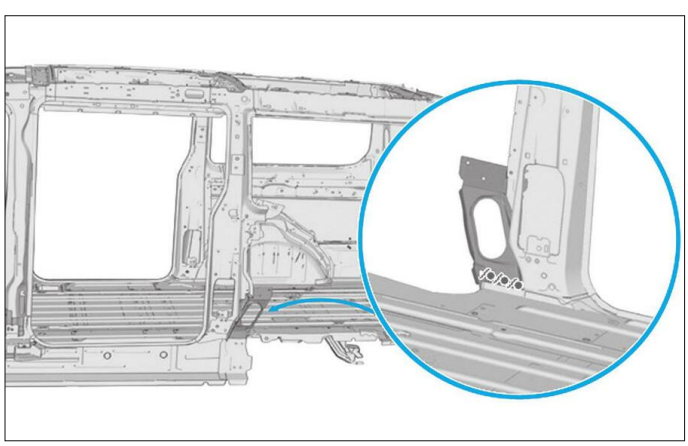

FIG. 108
• Appliquer une couche d'impression phosphatante sur la zone mise à nue **(Fig.108)**.